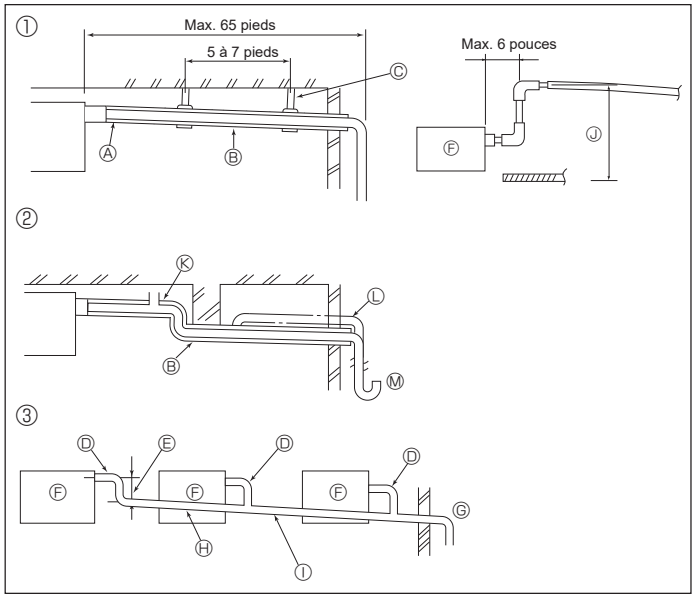

Fig. 5-1
5.1. Mise en place du tuyau d'écoulement (Fig. 5-1)
- ① Tuyauterie correcte
- ② Tuyauterie incorrecte